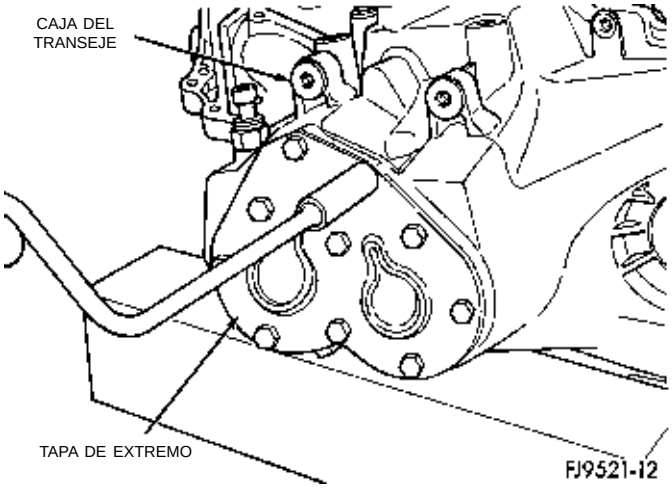
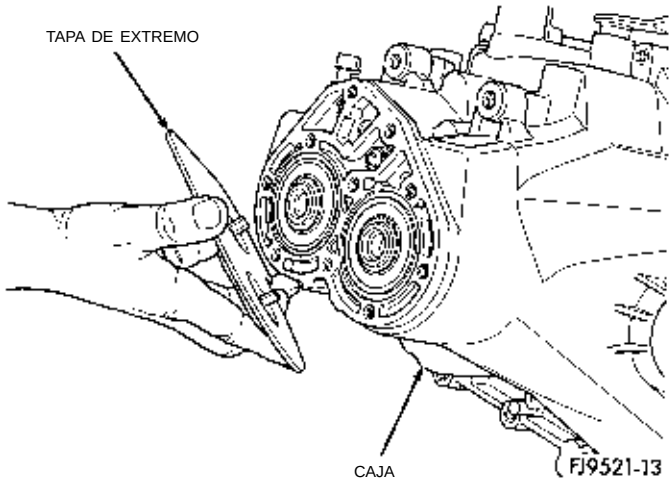

Fig. 41 Desmontaje de la tapa del transeje
Fig. 42 Tapa de extremo
(11) Retire la tapa del extremo del transeje (Fig. 41) (Fig. 42).